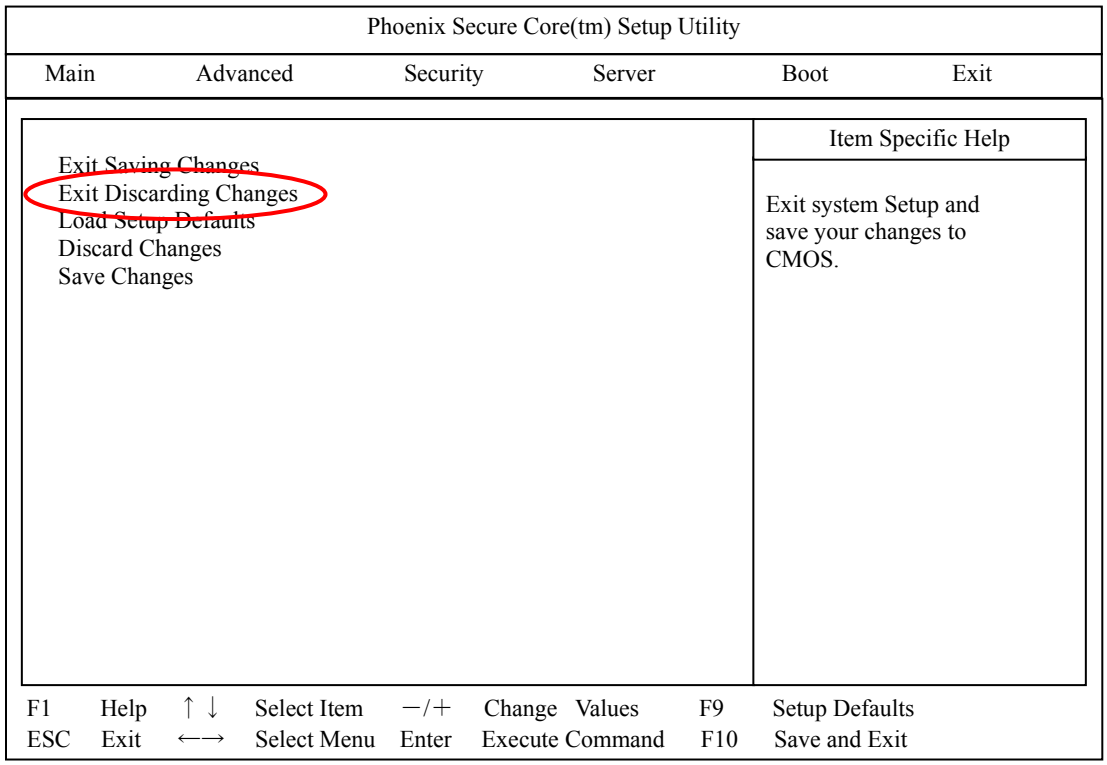

Figure B.2.1-3 Termination Menu window
(8) The Termination menu window is displayed as shown in Figure B.2.1-3.